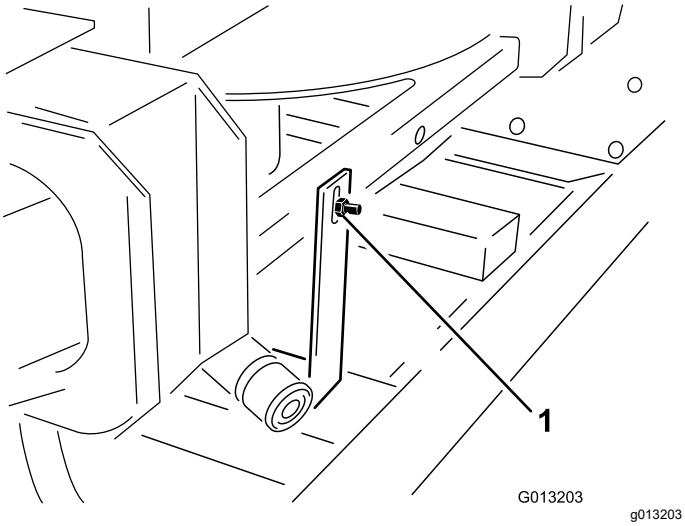

**Figuur 3**
2. Verwijder achteraan de dubbele spinner de bout en moer waarmee de transportbeugel van het hefwerktuig van de machine aan de dubbele spinner zit (Figuur 3).